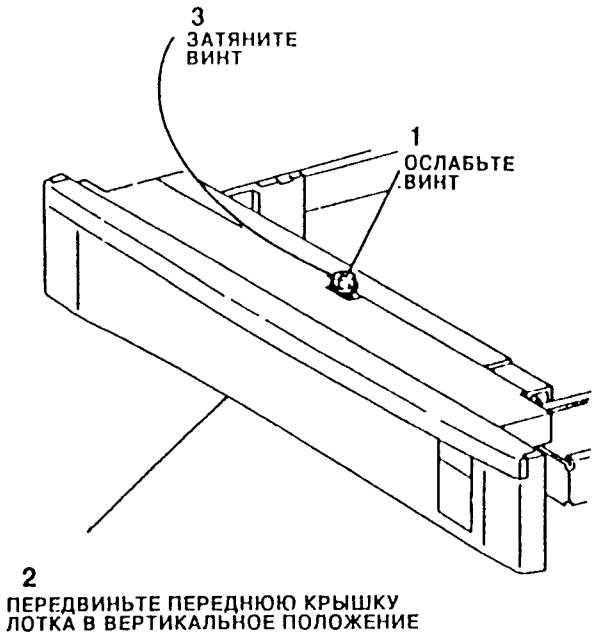

Рис. 3. Регулировка передней крышки лотка
4. Отрегулируйте переднюю крышку лотка в вертикальное положение (Рис. 3).